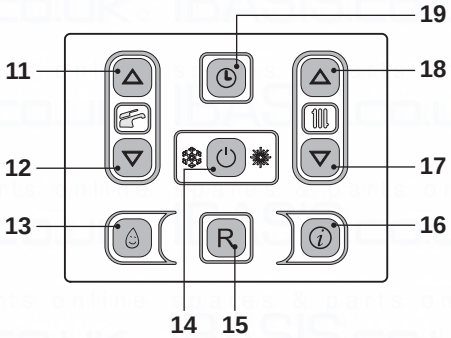
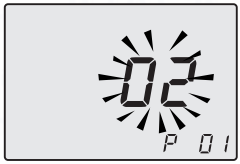

Fig. 9.1
Fig. 9.2
- Enter “programming mode” by holding down keys 14 - 17 - 18 together for 10 seconds (Fig. 9.1) until the LCD display indicates the letters **P01**, indicating entry in “parameter 01” (Fig. 9.2).
- By pressing key 14 (Fig. 9.1) confirmation of the inserted value is obtained.